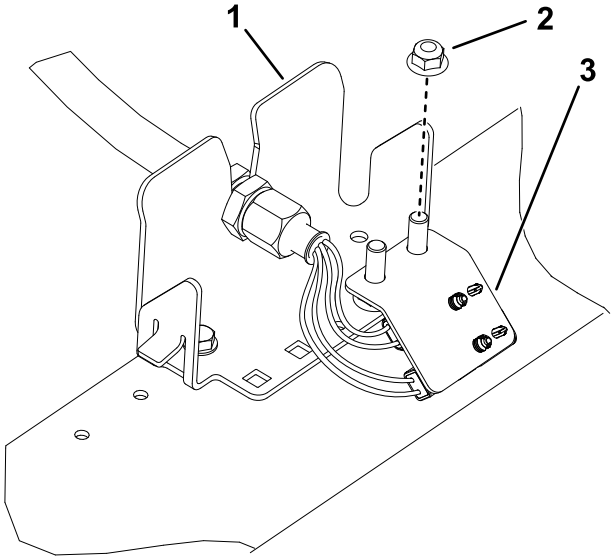
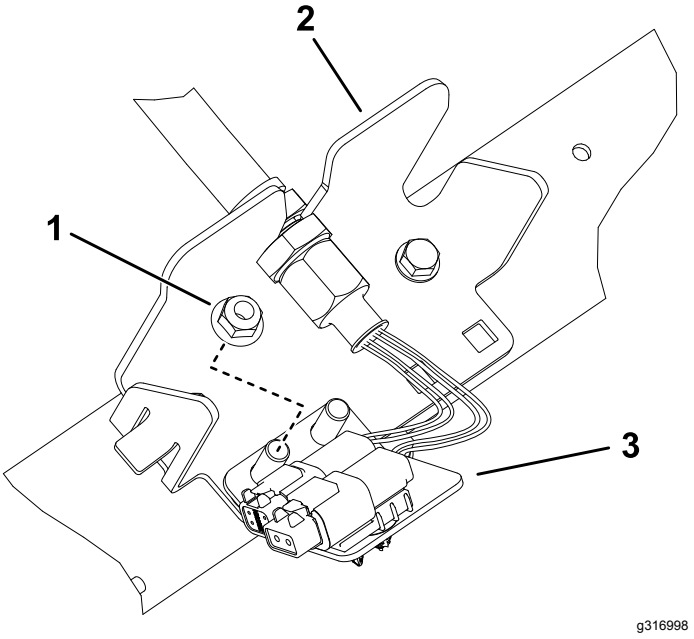

Figur 14
Figur 17
6. Gjenta prosedyren på de gjenstående fire skilleveggstedene som vist i Figur 14 til og med Figur 17.